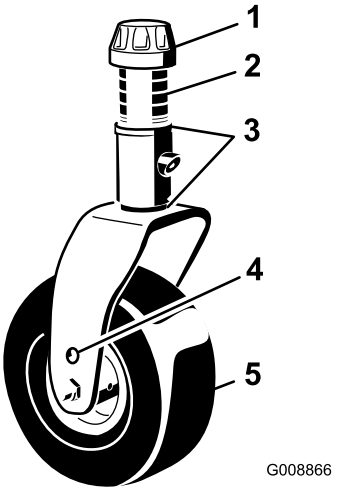
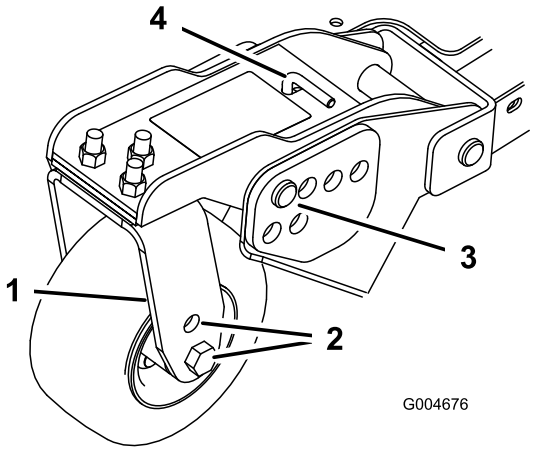
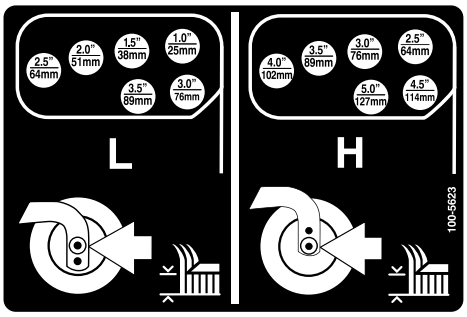

Figur 18
Figur 20
Figur 21
1. Placer styrehjulsakslerne i de samme huller i alle rullegafler (Figur 18 og Figur 20).
2. Fjern strammehætten fra spindelakslen, og lad spindlen glide ud af styrehjulsarmen (Figur 18).
6. Fjern låseclipsen og gaffelboltene fra styrehjulsdrejearmene (Figur 20).
7. Drej spændstangen for at hæve eller sænke drejearmen, indtil hullerne er placeret ud for de valgte klippehøjdebeslagshuller i plæneklipperskjoldets ramme (Figur 20 og Figur 21).